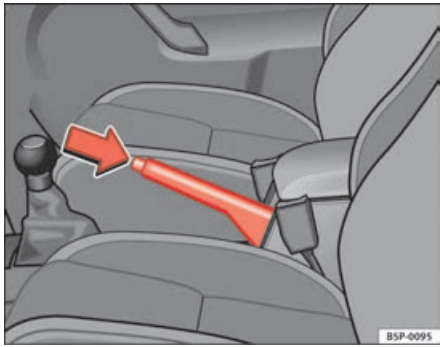

Fig. 105 Handbrake between the front seats
– Pull the handbrake lever up firmly ⇒ fig. 105.
– Pull the lever up slightly and press the release knob in the direction of the arrow ⇒ fig. 105 and guide the handbrake lever down fully ⇒ ⚠.